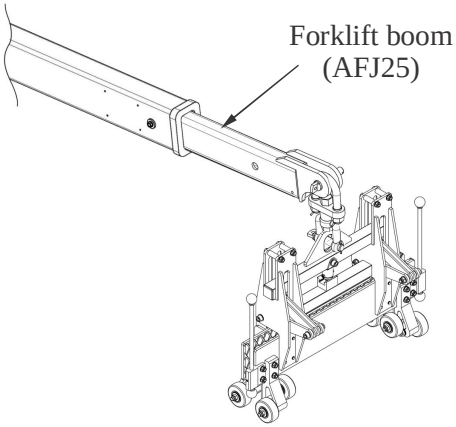

Figure 1a
- Hook the Porcelain Lifter to a forklift boom (figure 1a).